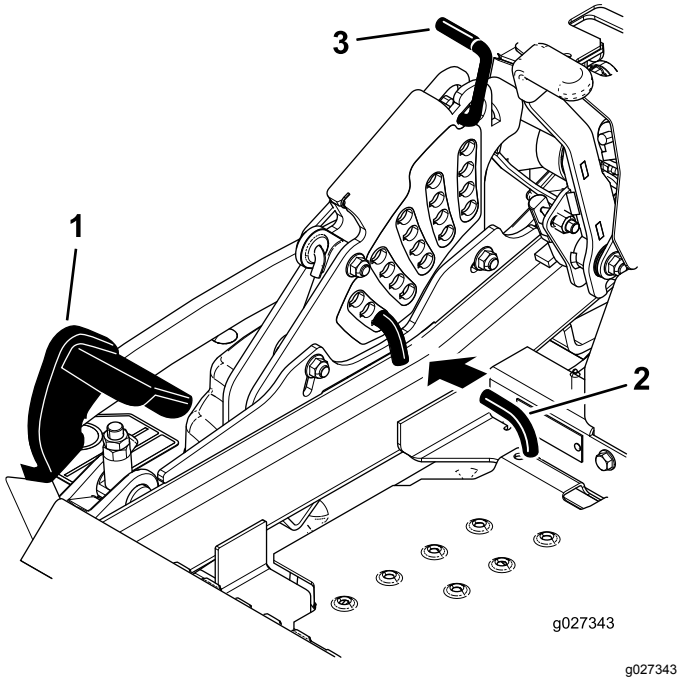

Figuur 30
2. Trap het maaidekpedaal in en breng het maaidek omhoog tot de transportstand (dit is tevens de maaihoogtestand van 140 mm), zie Figuur 30.
3. Om dit aan te passen, draait u de pen 90 graden en verwijdert u de pen uit de maaihoogtebeugel (Figuur 30).
4. Kies de opening in de maaihoogtebeugel die overeenkomt met de gewenste maaihoogtestand, en steek de pen daarin (Figuur 30).